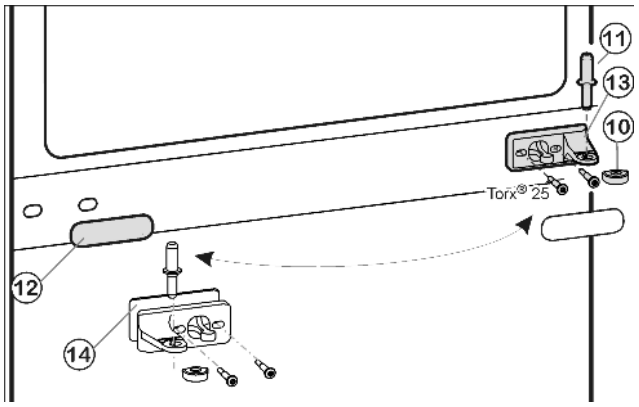
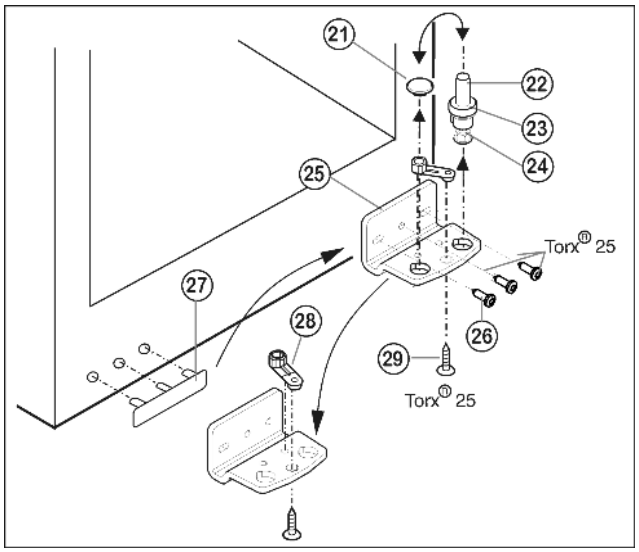

Fig. 5
Fig. 6
▶ Prostřední ložiskový čep *Fig. 5 (11)* vytáhněte ze stojanu ložiska a spodních dveří.
▶ Plastovou čepičku *Fig. 5 (10)* stáhněte.
▶ Stojan ložiska uprostřed *Fig. 5 (13)* odšroubujte (2 krát Torx® 25).
▶ Krytku *Fig. 5 (12)* opatrně stáhněte.
▶ Prostřední stojan ložiska *Fig. 5 (13)* s podložkou *Fig. 5 (14)* přišroubujte otočený o 180° na novou stranu závěsu **(s 4 Nm)**.
▶ Krytku *Fig. 5 (12)* otočenou o 180° zasuňte na nové straně madla.
▶ Ložiskový čep *Fig. 6 (22)* včetně podložky *Fig. 6 (23)* a seřizovací nožky *Fig. 6 (24)* vytáhněte nahoru.
▶ Zátku *Fig. 6 (21)* odstraňte.
▶ Stojan ložiska *Fig. 6 (25)*odšroubujte *Fig. 6 (26)*.
- ▶ Ložiskový díl *Fig. 6 (28)*odšroubujte *Fig. 6 (29)* a přemístěte jej do protilehlého upínacího otvoru stojanu ložiska, pak ho znovu pevně přišroubujte.
- ▶ Krytku na straně madla *Fig. 6 (27)* opatrně vytáhněte a přemístěte na druhou stranu.
- ▶ Stojan ložiska *Fig. 6 (25)* na nové straně závěsu zase přišroubujte příp. pomocí akumulátorového šroubováku **(momentem 4 Nm)**.
- ▶ Zátku *Fig. 6 (21)* zase vložte do druhé díry.
- ▶ Ložiskový čep *Fig. 6 (22)* včetně podložky a seřizovací nožky zase nasaďte. Přitom dávejte pozor, aby zajišťovací vačka směřovala dozadu.
- ▶ Spodní dveře nasaďte shora na spodní ložiskový čep *Fig. 6 (22)*.
- ▶ Plastovou krytku *Fig. 5 (10)* nasaďte zase na prostřední stojan ložiska *Fig. 5 (13)*.
- ▶ Prostřední ložiskový čep *Fig. 5 (11)* vložte přes prostřední pouzdro ložiska *Fig. 5 (13)* do spodních dveří na nové straně závěsu.
- ▶ Horní dvířka usaďte na prostředním ložiskovém čepu *Fig. 5 (11)*.
- ▶ Dveře případně pomocí obou podélných děr ve spodním stojanu ložiska *Fig. 6 (25)* a v prostředním stojanu ložiska *Fig. 5 (13)* vyrovnejte tak, aby lícovaly. Vyšroubujte prostřední šroub na stojanu ložiska dole *Fig. 6 (25)*.